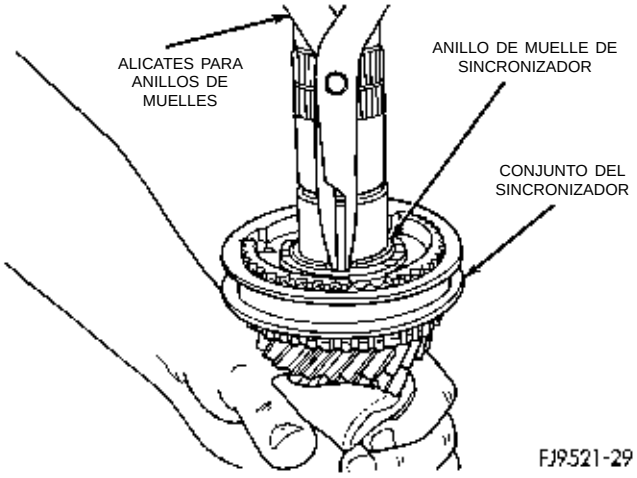

Fig. 87 Anillo de muelle de maza de sincronizador de 3-4
(9) Retire el aro de bloqueo. Desmonte el anillo de muelle de retención de la maza del sincronizador de 3-4 (Fig. 87).